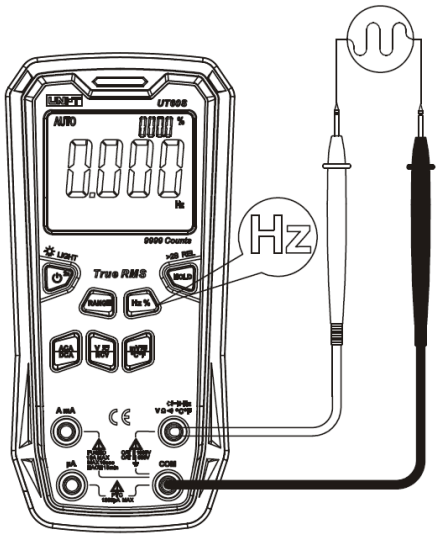

Figura 6
8. Medição da Frequência (Figura 6)